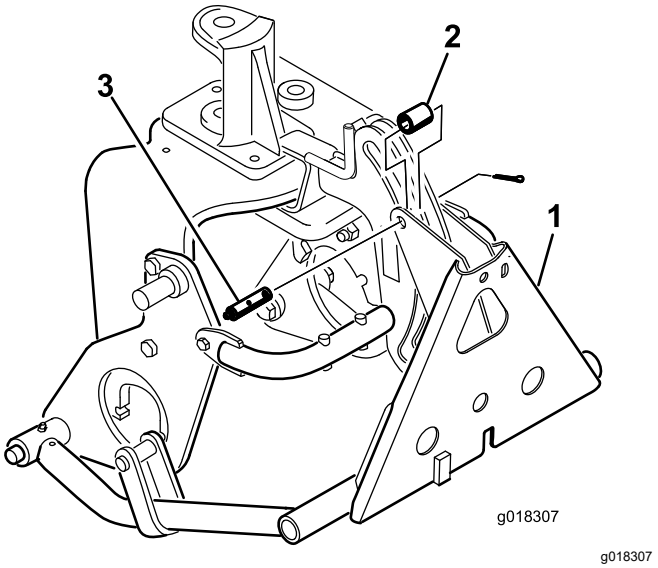

Figura 15
8. Sujete el adaptador del bastidor al bastidor de enganche con un tubo, un pasador y una chaveta (Figura 15).